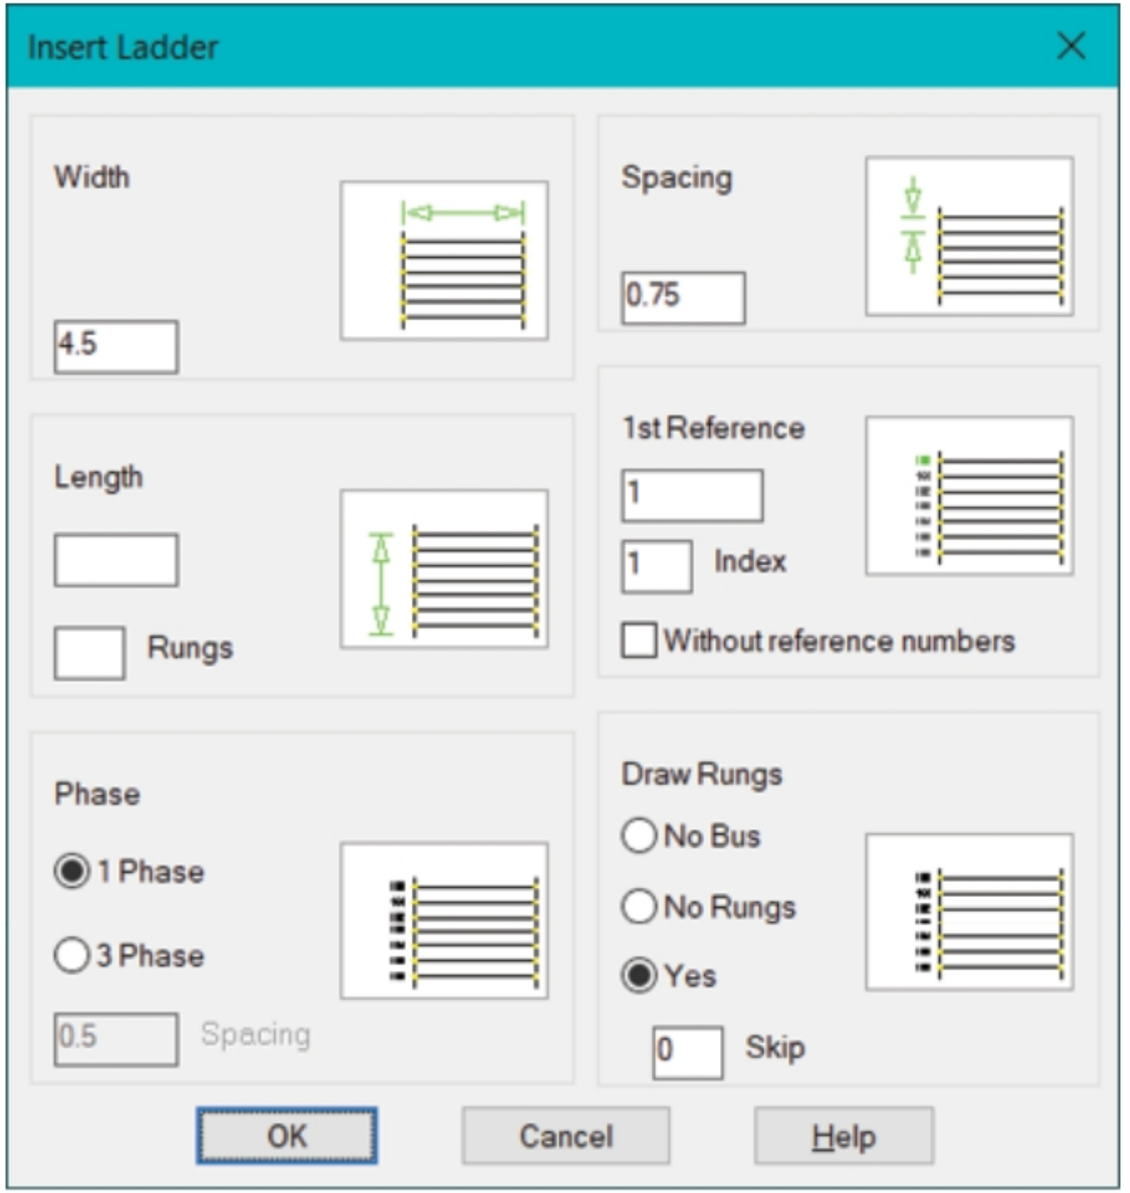

Figure-15. Insert Ladder dialog box
- Click on the **Insert Ladder** tool from the **Ladder** drop-down. The **Insert Ladder** dialog box will be displayed as shown in Figure-15.